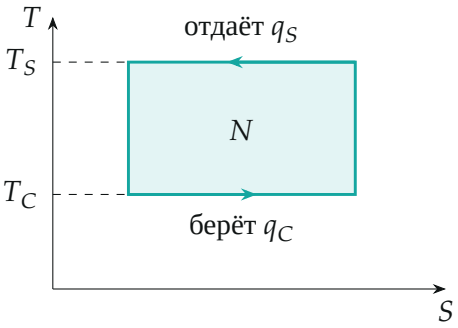

Рис. 1. Обращённый цикл Карно на диаграмме T–S: по нижней изотерме тепло забирается из камеры, по верхней отдаётся стенке; площадь цикла — работа компрессора
3. Обращённый цикл Карно. Машина берёт q_C у холодного тела при T_C и отдаёт q_S горячему при T_S (рис. 1). Для цикла Карно отношение теплот равно отношению температур (обратимый цикл, приведённые теплоты на изотермах равны):